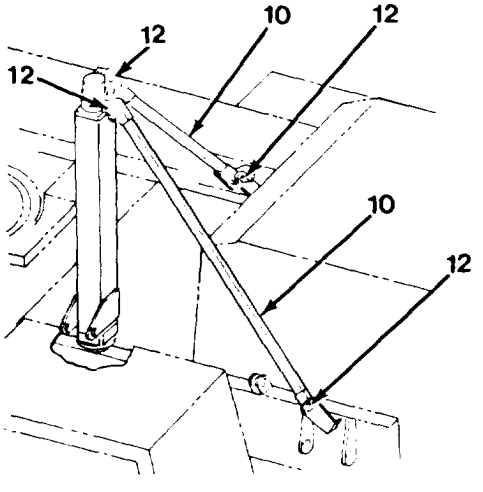

Figure 5-11A. *Installing the Truss Rods*
c. Remove two truss rods (10), adjustable truss rod (11) and six pins (12) from storage location A (Figure 5-11) on right side of upperstructure. Install two truss rods (1 O) to top of carrier frame, one on left side, behind cab, and the remaining one on right side of cab. Install four pins (12) in connecting points (Figure 5-11A).